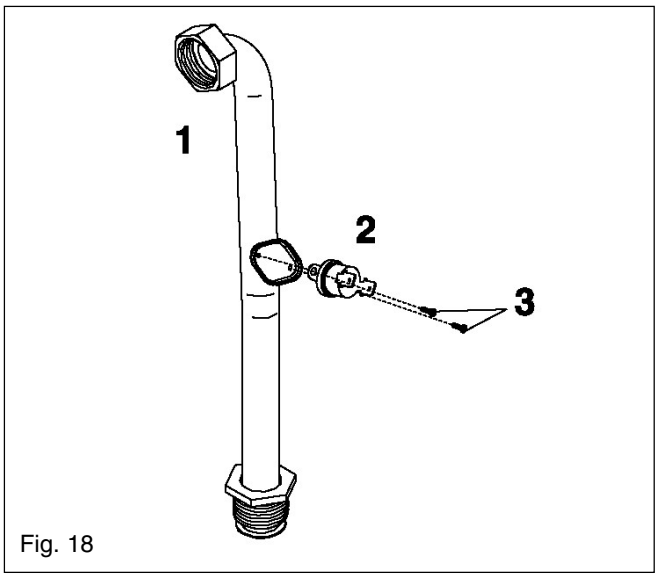

Fig. 18
6.11 HIGH LIMIT THERMOSTAT fig. 18